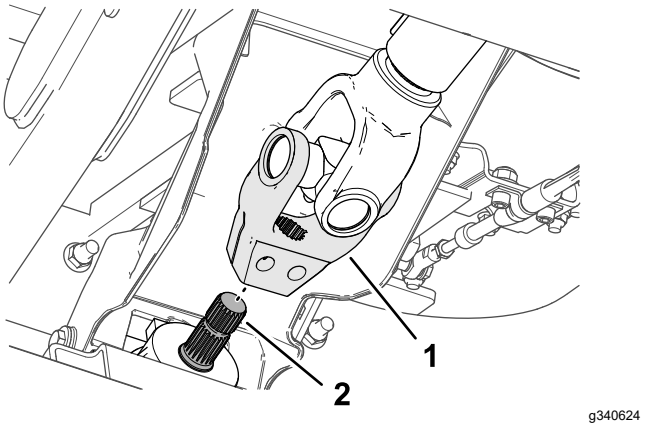

**Figura 16**
5. Allineate le scanalature nella forcella dell'albero di trasmissione sulle scanalature dell'albero di ingresso dell'attrezzo (Figura 16), e fate scorrere la forcella sopra l'albero.